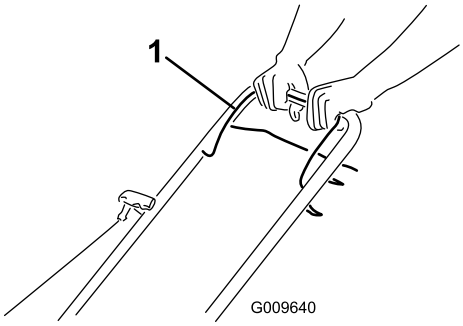

Figuur 11
2. Houd de bedieningsstang van het maaimes (Figuur 11) tegen de handgreep.